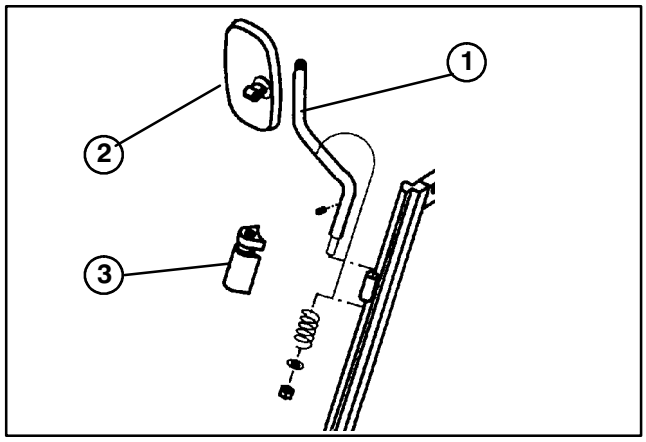

Figure 12
50. Insert right mirror support into mounting tube on right side frame and secure with a spring washer and nut (Fig. 12). Tighten nut only enough to allow rotation of mirror.
51. Attach mirror to mirror support (Fig. 12).
52. Snap cover over fasteners (Fig. 12).